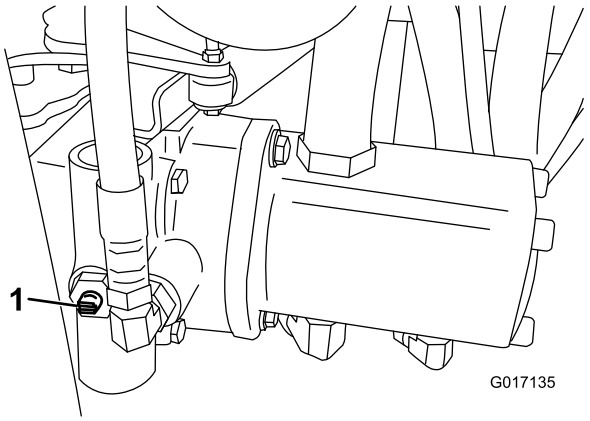

Bild 31
1. Ermitteln Sie das Sicherheitsventil an der Pumpe und drehen Sie es, sodass der Schlitz vertikal ist (Bild 31).
2. Schließen Sie vor dem Starten des Motors das Sicherheitsventil. Drehen Sie den Schlitz des Ventils in die horizontale Stellung (Bild 31). Starten Sie den Motor nie, wenn das Ventil noch offen steht.